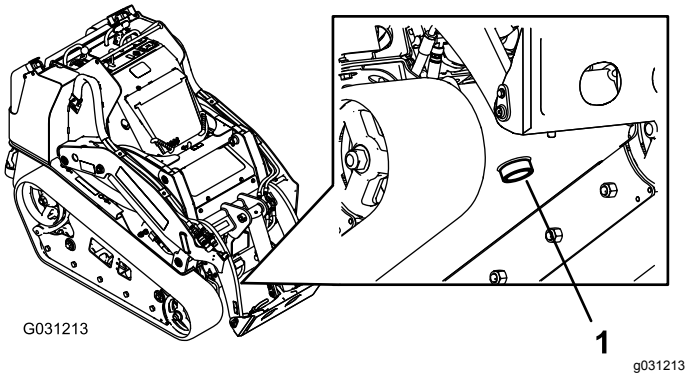

Rysunek 73
7. Umieść duży pojemnik o pojemności co najmniej 57 litrów pod korkiem spustowym z przodu maszyny (Rysunek 73).
8. Odkręć korek spustowy i poczekaj, aż olej ścieknie do pojemnika (Rysunek 73).